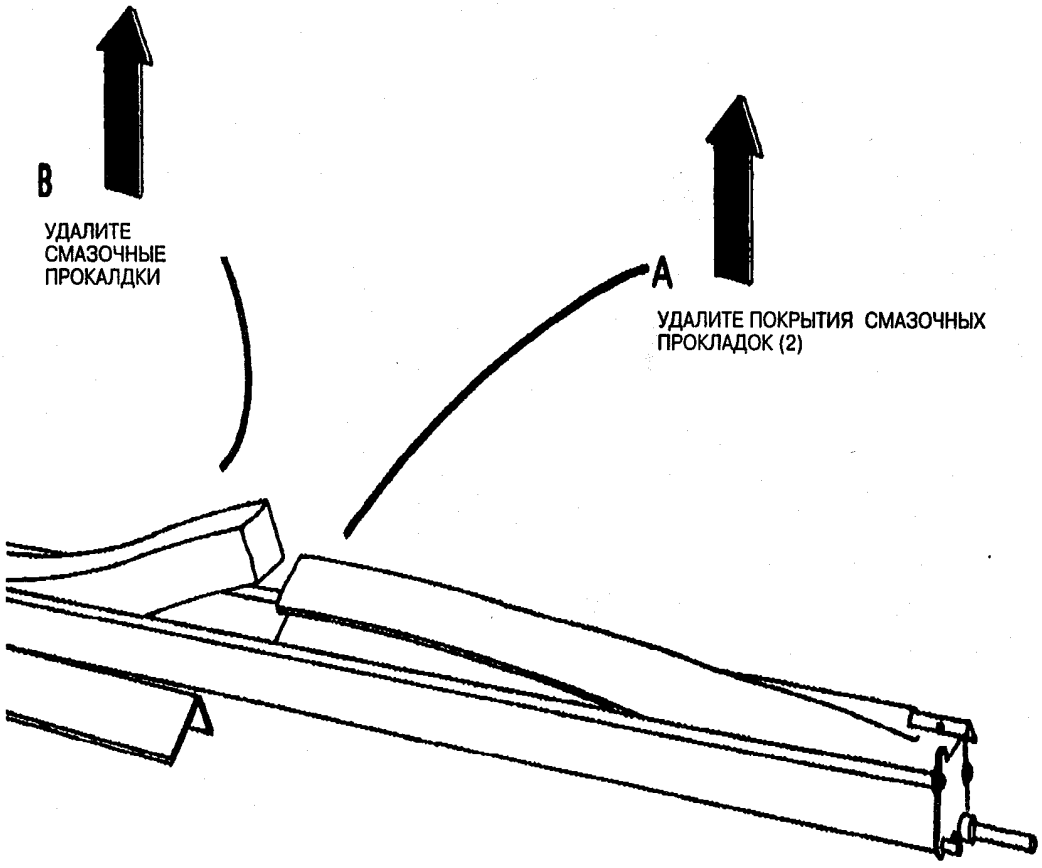

Рис. 1. Удалите смазочные прокладки
4. (Рис. 1): Удалите смазочные прокладки.